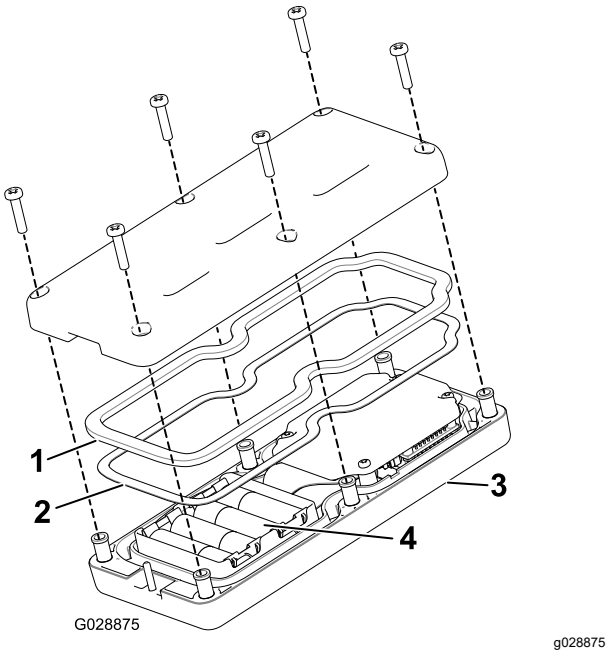

Rysunek 13
2. Podłącz każdą baterię do gniazda ze stykami, dbając o zachowanie odpowiedniej polaryzacji. (Jeśli baterie zostaną zamontowane nieprawidłowo, urządzenie nie zostanie uszkodzone, ale nie będzie działać). Na uchwycie wytłoczona jest biegunowość każdego zacisku (Rysunek 13).
3. Upewnij się, że uszczelka stalowa oraz uszczelka gumowa są osadzone w rowku w obudowie pilota i załóż z powrotem pokrywę tylną (Rysunek 13).
4. Dokręć śrubę za pomocą 6 śrub (Rysunek 13), a następnie dokręć je momentem od 1,5 do 1,7 N·m.